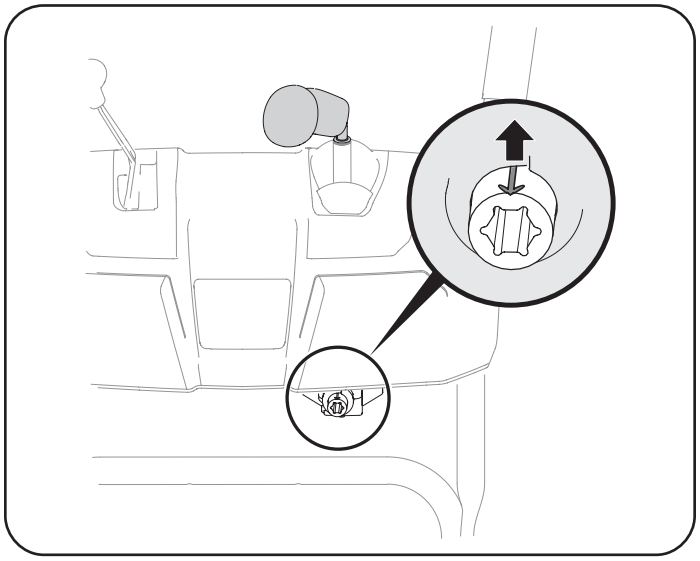

Figura 23
5. Gire la palanca de control hasta la posición de la 1 en punto de manera que la flecha indicadora plateada del engranaje del piñón que está debajo del tablero de control quede orientada hacia arriba. Consulte Figura 23.
6. Inserte la varilla de control del canal dentro del engranaje del piñón por debajo de la palanca de control. Asegúrese de alinear el orificio en la varilla hexagonal con la flecha en el engranaje del piñón. Consulte Figura 23.